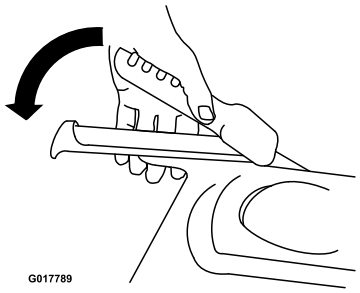

Figur 12
2. Tryck sakta ner vänster drivspak mot handtaget (Figur 12).